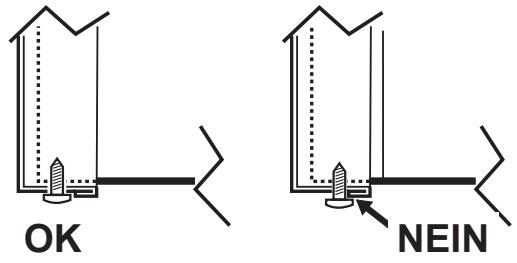

Abb. 15 - Montage mit unteren Schrauben
3. Gehen Sie in umgekehrter Reihenfolge vor, um die Frontplatte wieder zu montieren. Stellen Sie sicher, dass sie korrekt an der oberen Platte befestigt ist und vollkommen an den seitlichen Platten anliegt. Der Kopf der Schraube “A” muss nach dem Anziehen wie in "Abb. 15 - Montage mit unteren Schrauben") angegeben positioniert sein.